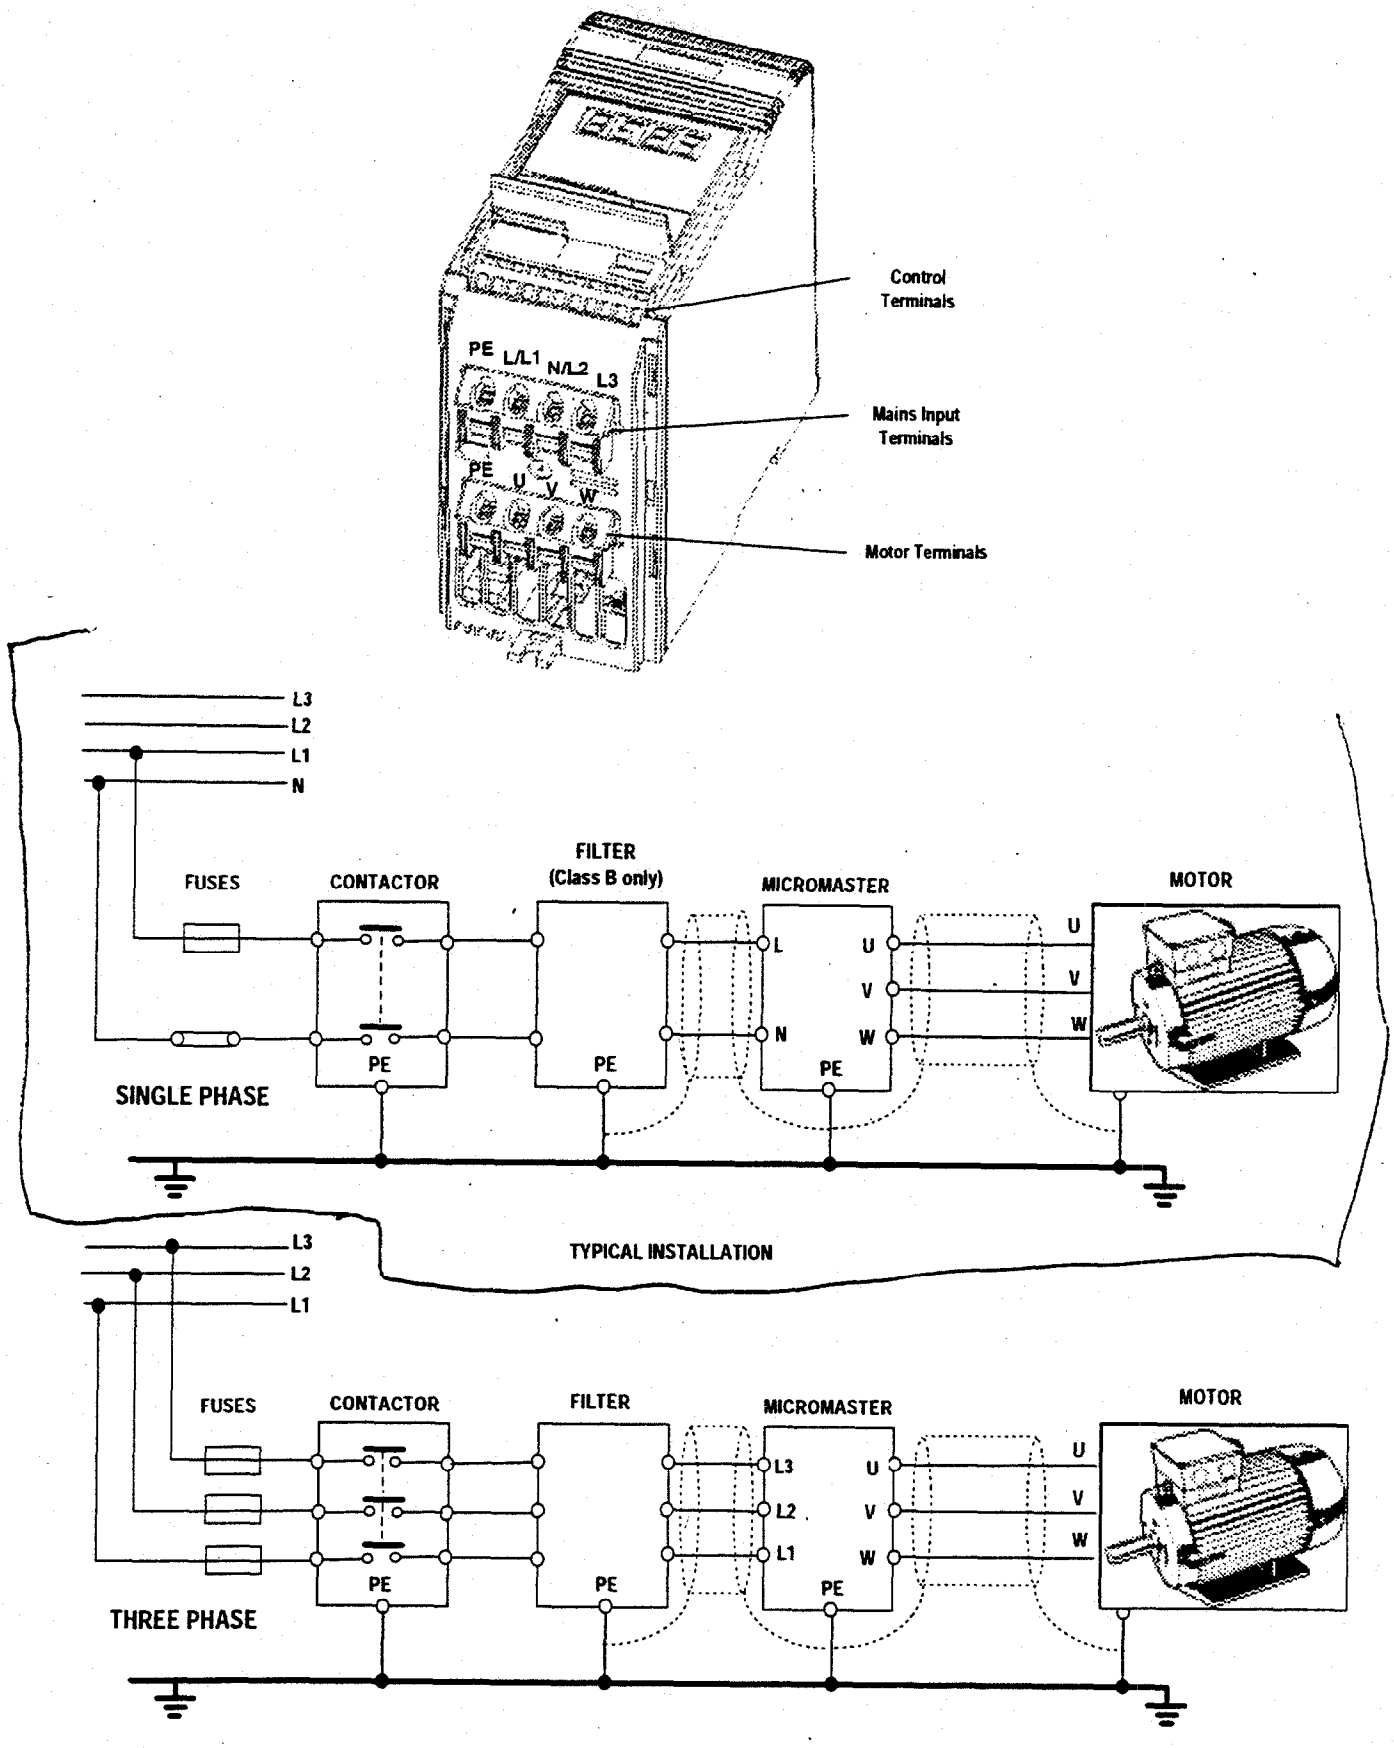

Figure 3: Power Connections
The electrical connectors on the MICROMASTER are shown in Figure 3. Connect the cables to the power and control terminal blocks in accordance with the information supplied in sections 2.3.1 - 2.3.4. Ensure that the leads are connected correctly and the equipment is properly earthed as shown in Figure 3.
Connect the power and motor connections as shown in Figure 3.
The terminal arrangement for frame size B is identical to frame size A *(see Figure 3)*. However, before the wires can be connected to the terminal blocks, you must lower the terminal access panel and secure the cables to the gland plate.
Refer to Figures 3 and 4. Proceed as follows:
6. Connect the wires to the terminal blocks as shown in Figure 3. (See section 2.3.4 for information about connecting the control wires.)
The terminal arrangement for frame size C is identical to frame size A *(see Figure 3)*. However, before the wires can be connected to the terminal blocks, you must lower the fan housing and secure the cables to the gland plate.
4. Connect the wires to the terminal blocks as shown in Figure 3. (See section 2.3.4 for information about connecting the control wires.) IT IS MOST IMPORTANT THAT THE MOTOR AND CONTROL WIRES ARE KEPT APART.